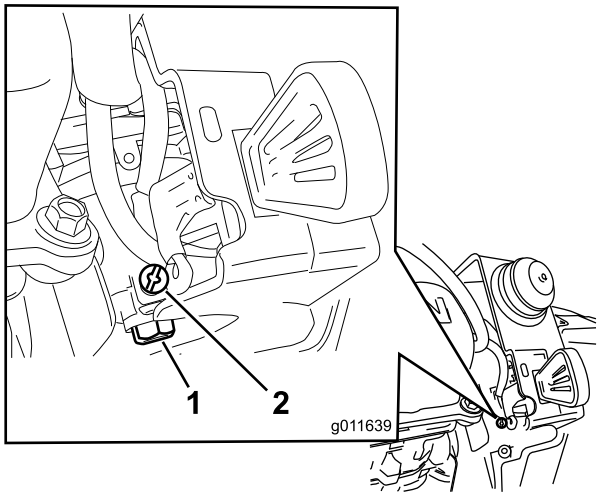

Figur 30
B. Skruva loss, men ta inte bort, den lilla skruven på sidan av förgasarens bränslebehållare (Figur 30) tills bränslet töms ut från förgasaren. Tappa ut bränslet i en godkänd bränslebehållare.